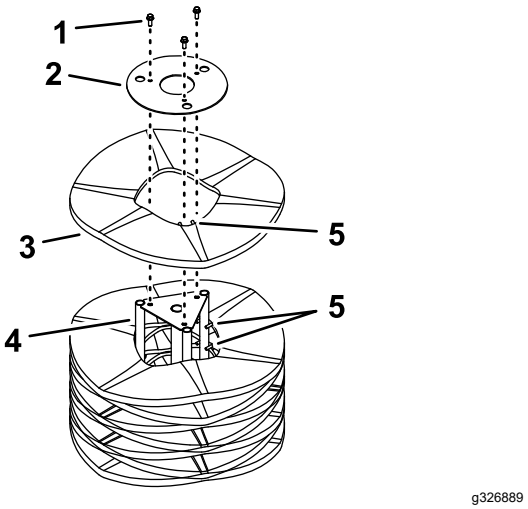

**Figure 38**
5. Dressez la brosse sur son extrémité de sorte que la plaque de retenue soit orientée vers le haut (Figure 38).
6. Déposez et conservez les fixations de la plaque de retenue d'extrémité (Figure 38).
8. Posez un ou des segments neufs en décalant les doigts d'alignement des anneaux en métal, comme montré à la Figure 38.